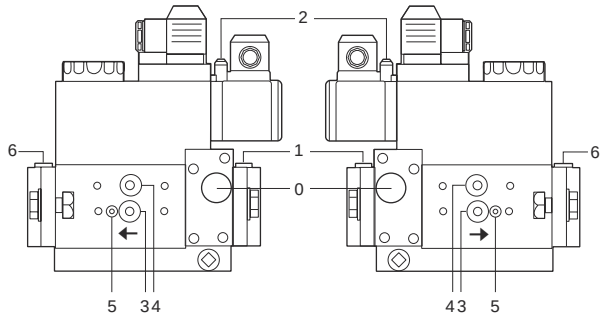

Fig. 38
- Limpie y controle de los filtros de las valvulas de gas (Fig. 38 y siguientes).